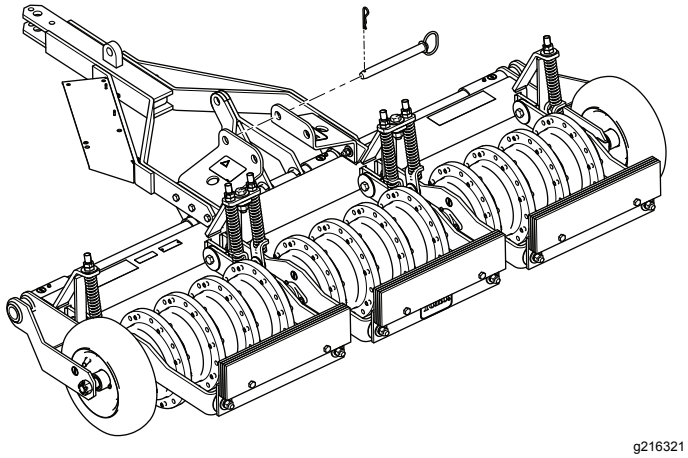

Figuur 7
5. Plaats de vergrendelpen en bevestig deze met de kleine R-pen zoals afgebeeld op Figuur 7.